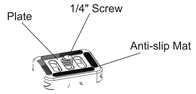
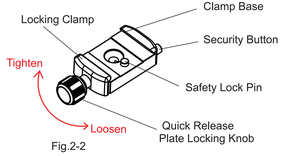

Fig.2-1
Fig.2-2
2. Know the Quick Release Plate and Quick Release Clamp (Fig.2-1 and Fig.2-2).